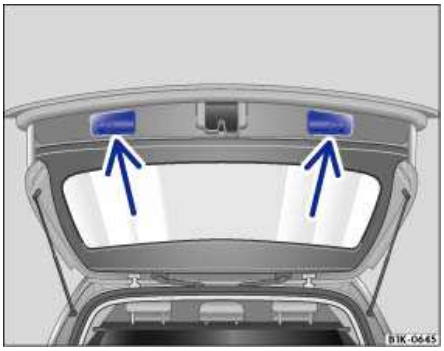

**Fig. 32** Opened rear hatch: Recessed grips for closing.
- Grasp one of the recessed grips in the rear hatch trim ⇒ fig. 32 (arrows).